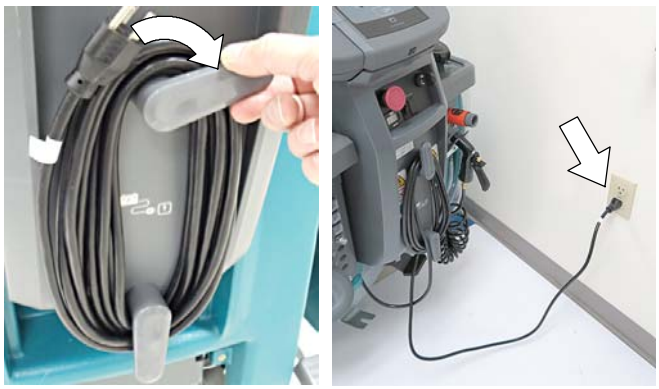

FIG. 131
4. For models equipped with an on-board charger, remove the charger's power cord from the storage hooks and plug power cord into a properly grounded wall outlet (Figure 131).